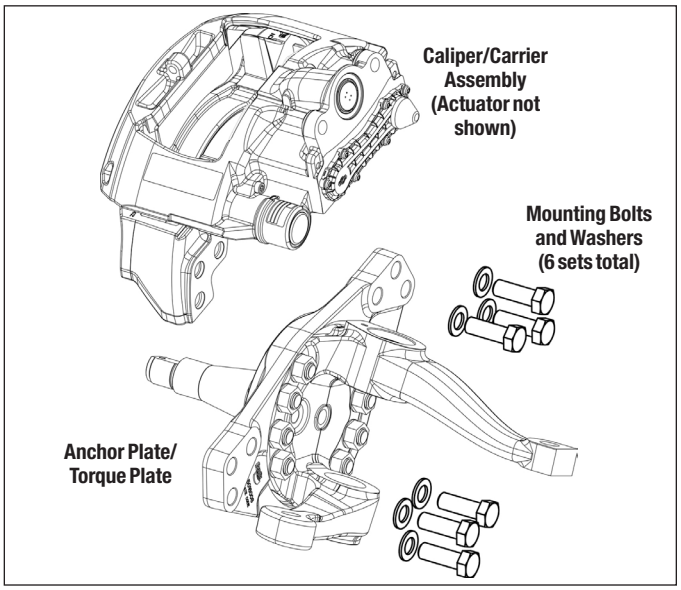

Figure 42 – Axial Mount Caliper/Carrier
5.3.6 Disconnect the air hose(s) to the brake chamber. *See Figure 42.* Supporting the air disc brake by necessary means, remove the six bolts attaching the brake to the anchor plate and remove the caliper/carrier assembly from the vehicle.